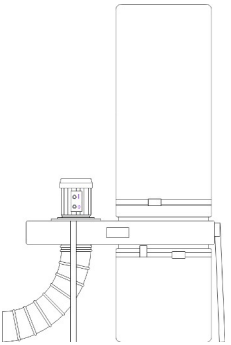

Рис. 3
– УВП-2000С - на стойках, рис.3.